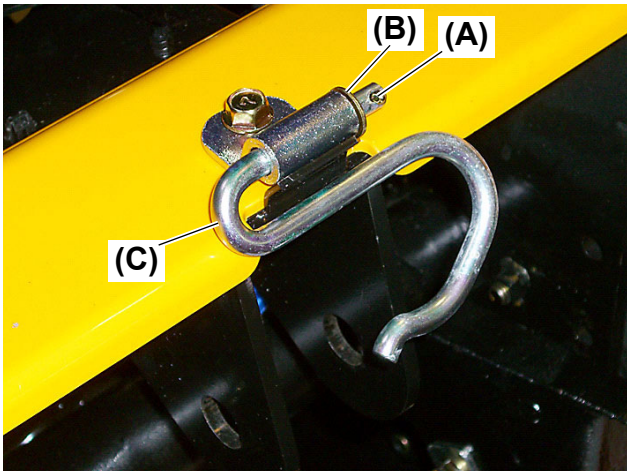

Fig. 13
19.Remove cotter pin **(Fig. 13, (A))** and washer **(Fig. 13, (B))**.
20.Remove the top link holder **(Fig. 13, (C))** from the top link plate.